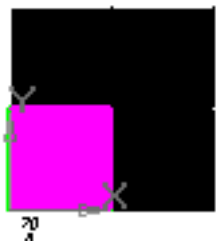

Рис. 8.17.
5) в качестве базовой точки сетки также выберите точку (0; 0). При установленных «по умолчанию» значениях параметров копирования изображение может иметь следующий вид – рис. 8.17;